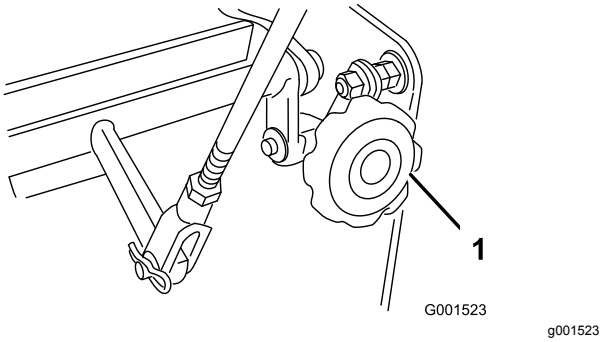

Figur 41
4. Drej Quick Track-knappen, hvis enheden sporer til den ene side. Drej knappen til højre for at dreje til højre, og drej knappen til venstre for at dreje til venstre (Figur 41).